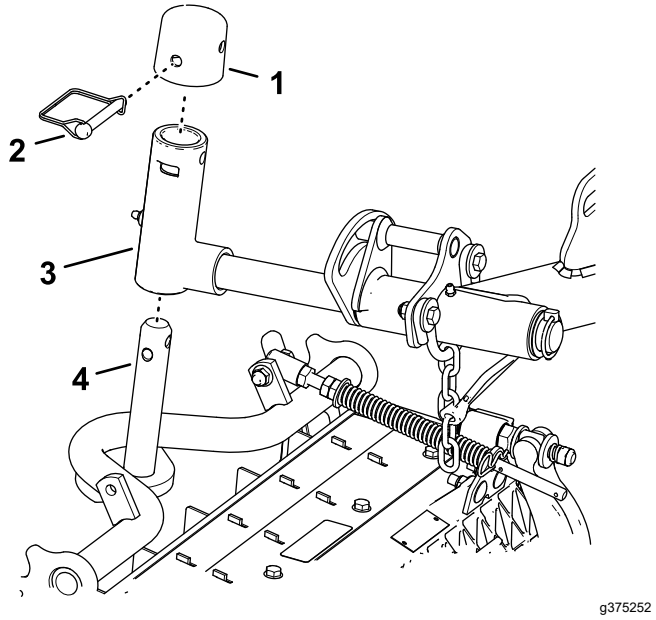

**Figuur 16**
1. Schuif een maai-eenheid onder de hefarm (Figuur 16).